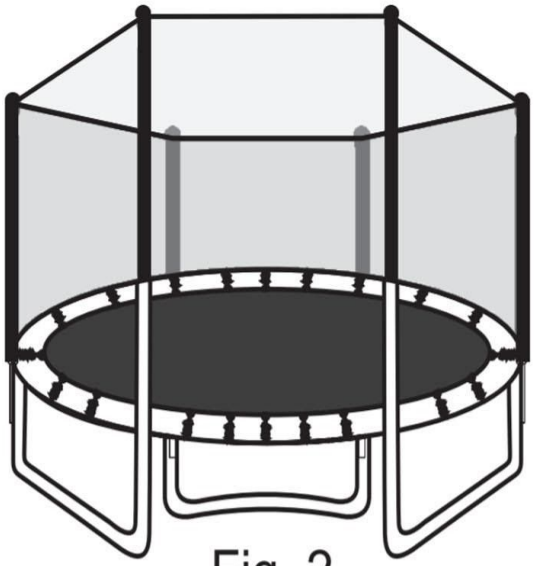

Fig. 2
- Pull down each sleeve, a few inches at a time till all sleeves reach the bottom of enclosure frame as shown in figure 2.